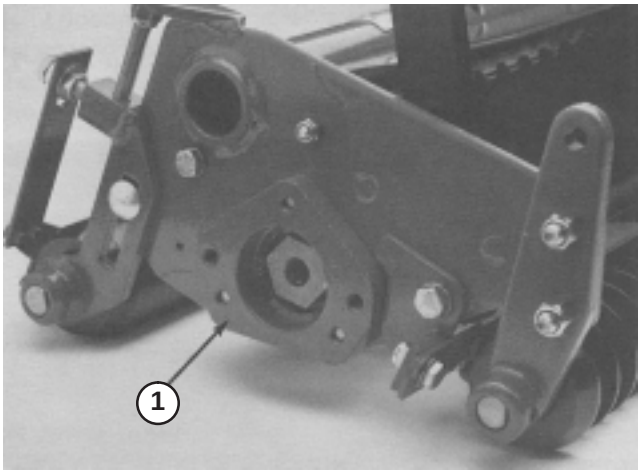

Figure 10
Removing Dethatcher Reel From Reel Frame (Fig. 10–11)
1. Remove the (2) capscrews, washers, and lockwashers from the end cap weight on the opposite end of the dethatcher reel from the driven end. Remove the end cap weight.
2. Remove the (2) capscrews, washers, and lockwashers from the reel motor. Remove the reel motor.
3. Remove the (3) capscrews, washers, and lockwashers from the non–driven end of the dethatcher unit. Remove the end bearing plate and carefully remove the plastic bearing debris seal. Remove the (3) capscrews, washers, and lockwashers from the driven end of the unit. Remove the end bearing plate and carefully remove the other plastic bearing debris seal (Fig. 10).